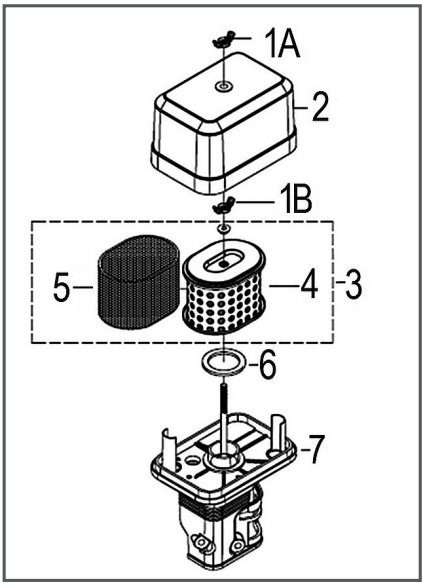

Рис. 14 Обслуживание воздушного фильтра
1. Открутите барашковую гайку 1А и снимите крышку 2 воздушного фильтра (Рис. 14).
2. Открутите барашковую гайку 1В и извлеките из корпуса воздушный фильтр 3 в сборе (Рис. 14).
3. Проверьте целостность и чистоту фильтрующих элементов. Поролоновый (предварительный) фильтрующий элемент 5 установлен на корпусе бумажного фильтрующего элемента 4 (Рис. 14).
6. Произведите очистку корпуса 7 и крышки 2 воздушного фильтра (Рис. 14).
7. Перед установкой воздушного фильтра убедитесь, что уплотнительное кольцо 6 воздушного фильтра находится на месте и не имеет повреждений (Рис. 14).